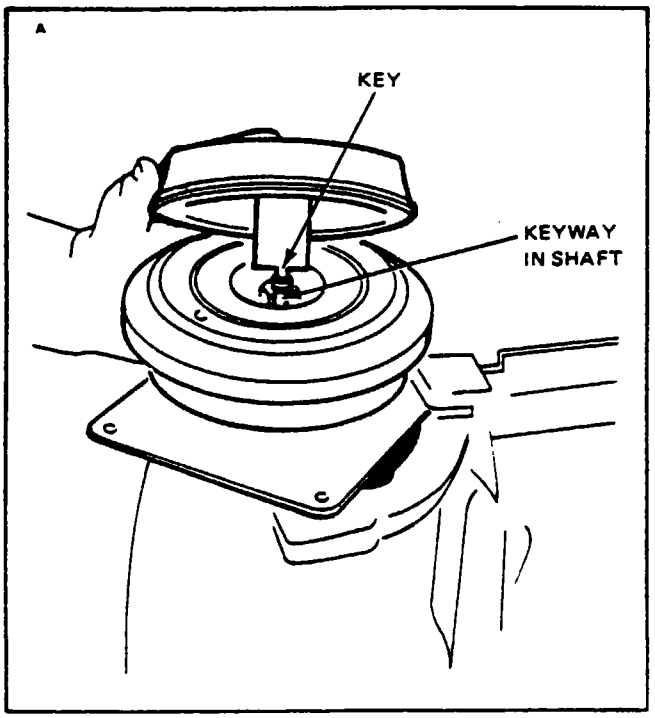

Figure 13-36. Aligning Driven Plate Key
d. Line up the key in the shaft with the keyway in the hub. (Refer to Figure 13-36.)